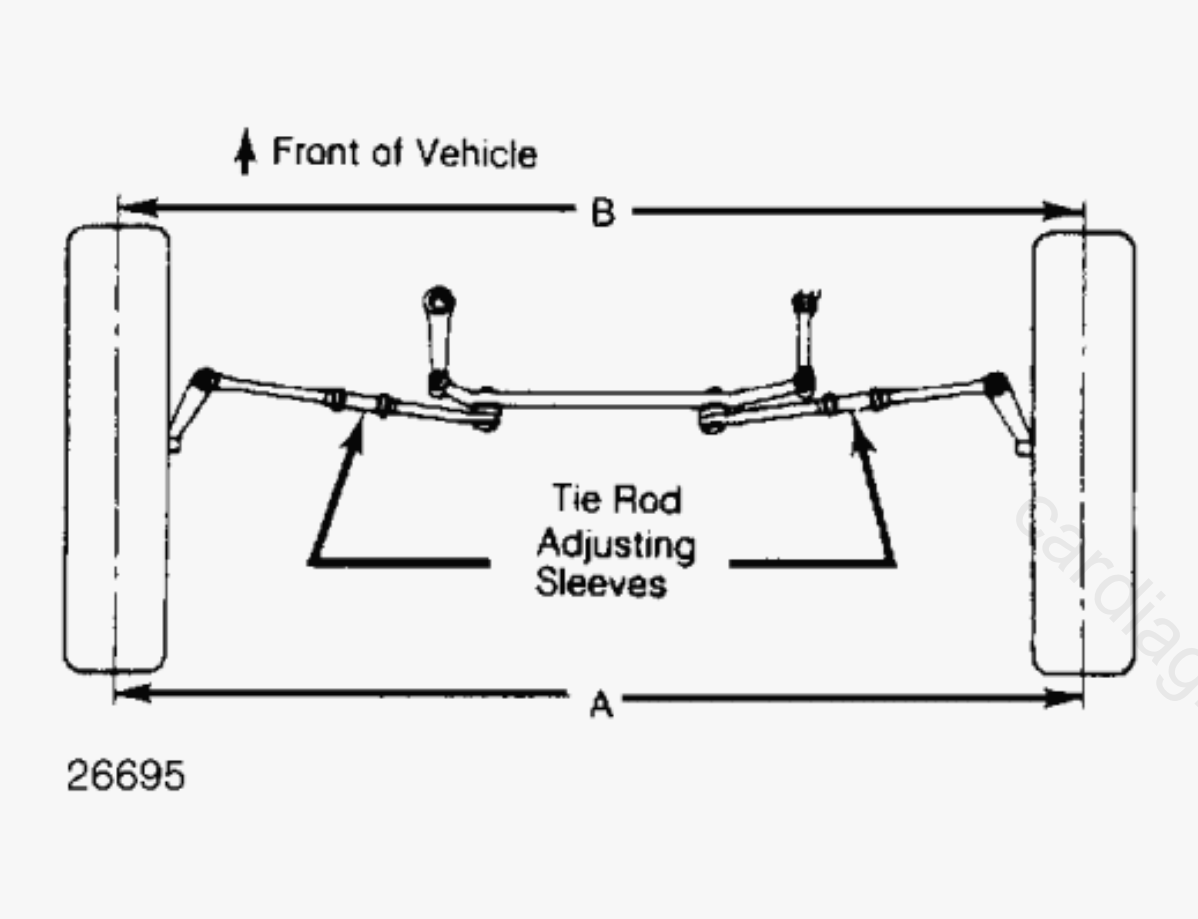
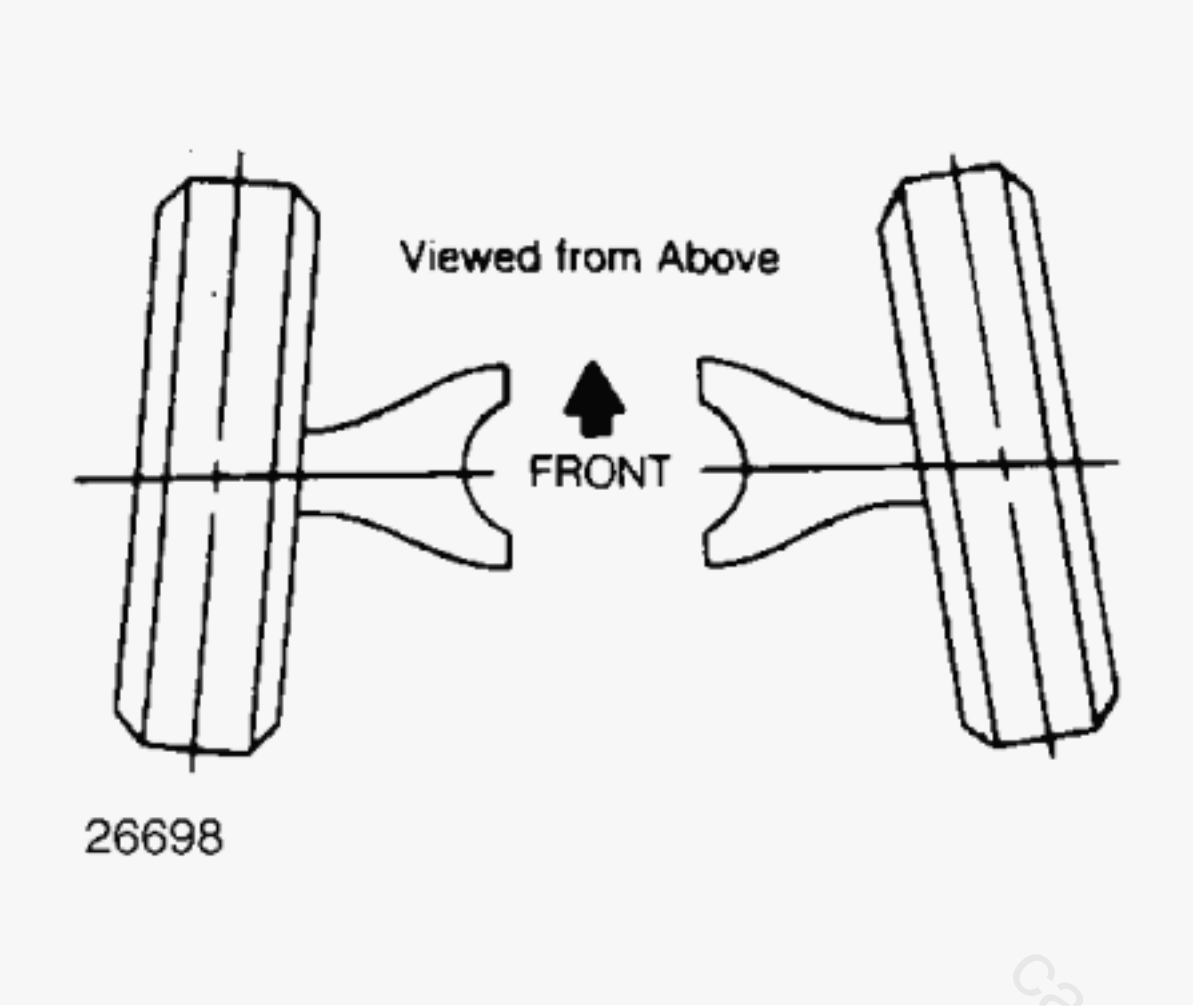

Fig. 2: Adjusting Tie Rod Sleeves (Top View)
Fig. 5: Wheel Toe-In (Dimension A Less Dimension B)
- Steering wheel must be centered with wheels in straight ahead position. If required, shorten one tie rod adjusting sleeve and lengthen opposite sleeve (equal amount of turns). See **Fig. 2**.
1) Measure toe-in with front wheels in straight ahead position and steering wheel centered. To adjust toe-in, loosen clamps and turn adjusting sleeve or adjustable end on right and left tie rods. See **Fig. 2** and **Fig. 5** .